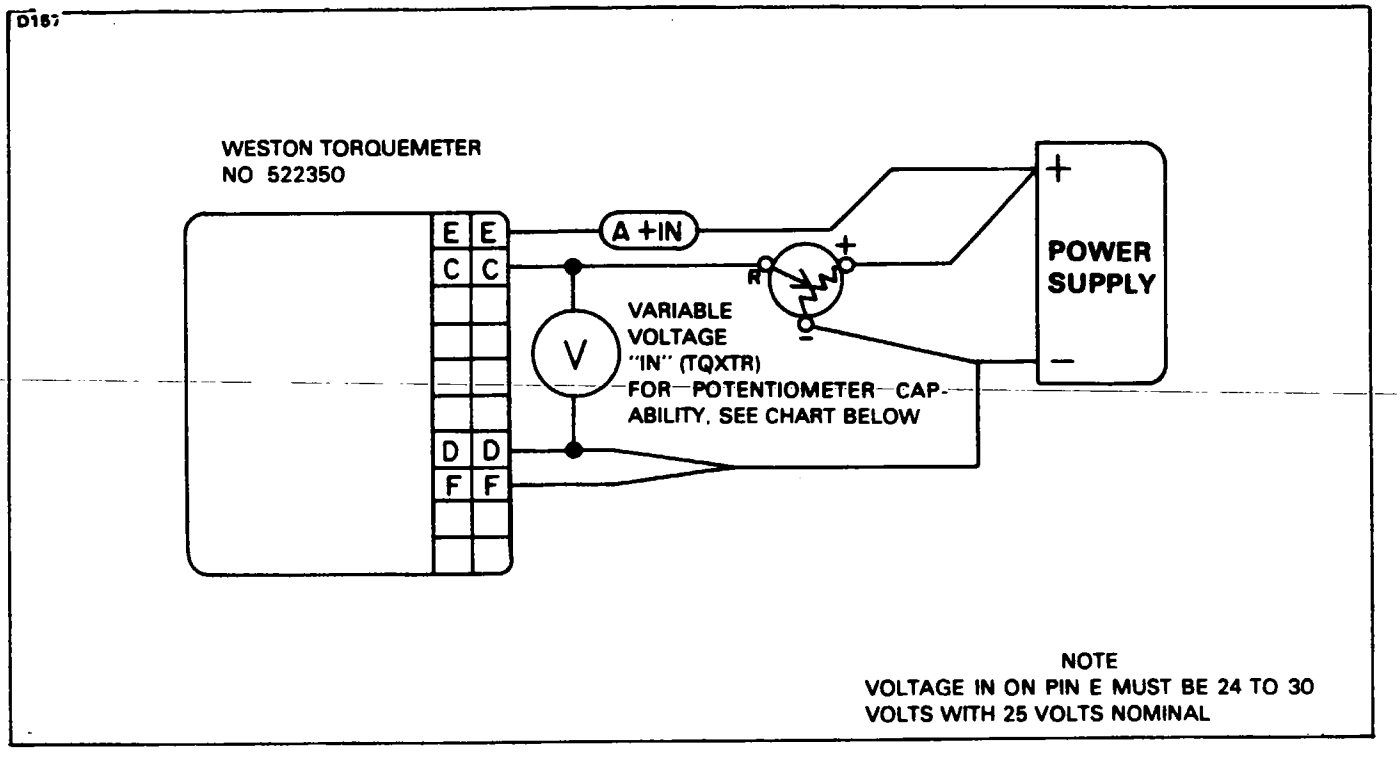

Figure 8-15. Cheyenne 1A Torquemeter Test Set-Up
2. Hook the torquemeter up to a voltmeter, potentiometer and power supply as shown in Figure 8-15.